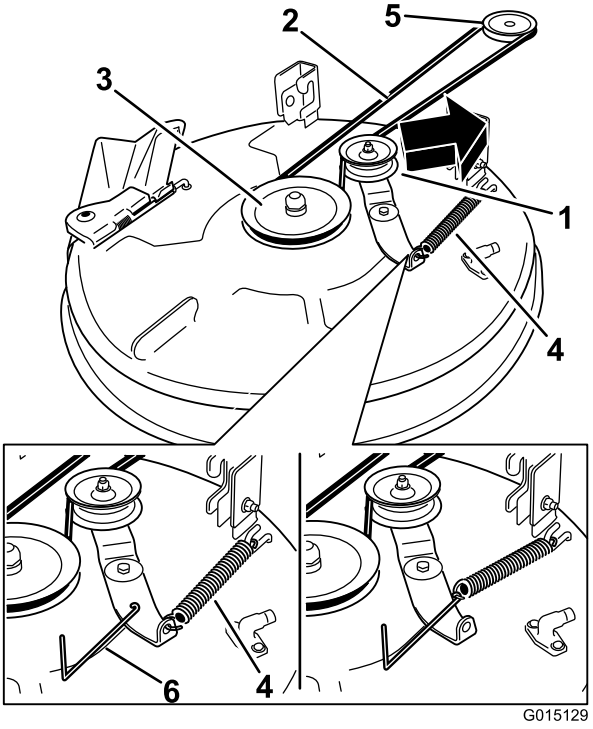
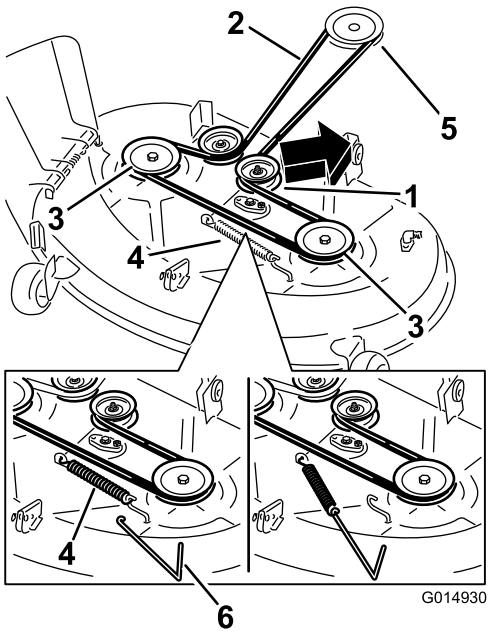

Figur 68
Figur 69
6. Brug et fjederværktøj (Toro, delnr. 92-5771), fjern styrefjederen fra skjoldets krog for at fjerne spændingen fra styreremskiven, og rul remmen af remskiverne (Figur 68 og Figur 69).
7. Før den nye rem rundt om motorremskiven og plæneklipperremskiverne (Figur 68 og Figur 69).
8. Brug et fjederværktøj (Toro-delnr. 92-5771) til at montere styrefjederen over skjoldets krog for at tilspænde styreremskiven og plæneklipperremmen (Figur 68 og Figur 69).